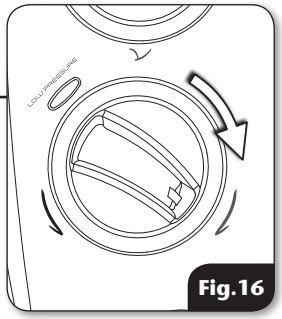

Fig.16
D. **With the cover off the shower** turn the temperature control so that it goes to Maximum HOT **(fig.16).**